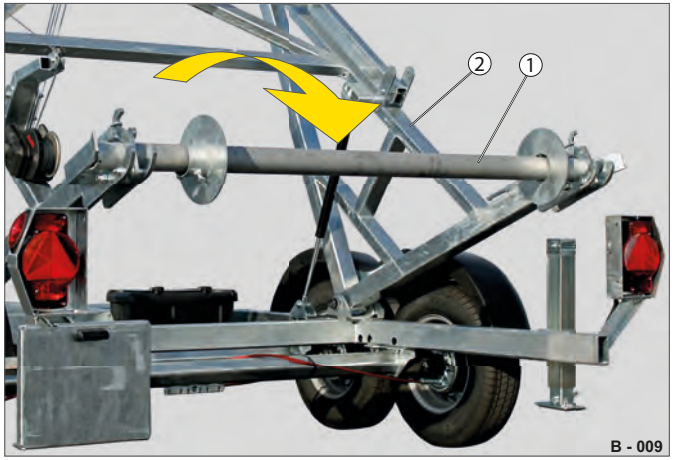

Fig. 1 Tromlestativ tippet bagover
▶ Tip tromlestativet (Fig. 1 /2) bagover.